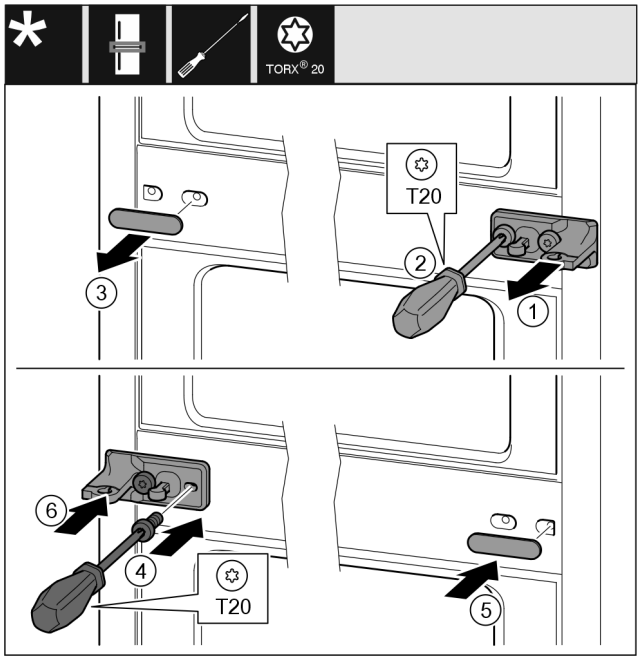

Fig. 43
▶ Noņemiet paplāksni *Fig. 43 (1)*.
▶ Ar skrūvgriezi izskrūvējiet skrūves *Fig. 43 (2)*.
▶ Uzmanīgi noņemiet pārsegu *Fig. 43 (3)*.
▶ Pieskrūvējiet stingri gultņa balstu ar plēvi *Fig. 43 (4)*, pagrieztu par 180°, otrajā pusē.
▶ Piestipriniet pārsegu *Fig. 43 (5)*, pagrieztu par 180°, otrajā pusē.
▶ Uzbīdiet paplāksni *Fig. 43 (6)* no priekšas.